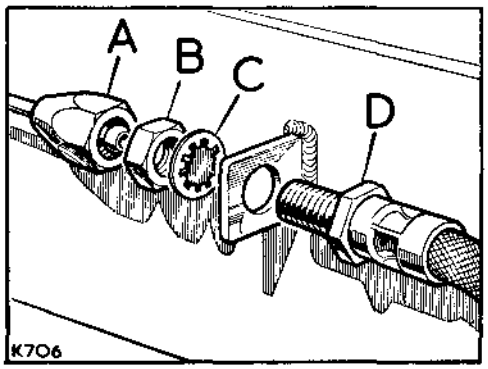

**Fig. H1-73. Brake pipe connections**
2. Connect the front brake pipe and flexible pipe coupling. See Fig. H1-73.
4. Connect the rear brake pipe and flexible pipe coupling. See Fig. H1-73.